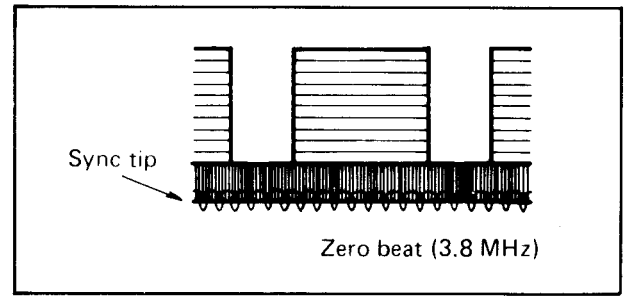

Fig. 5-18 Carrier and deviation adjustment – A
5. Set the frequency of high-frequency sine-wave generator to 3.8 MHz, and adjust R20 (CARRIER SET) so that the waveform observed at the oscilloscope shows a zero beat at the bottom of the waveform as shown in Fig. 5-18.